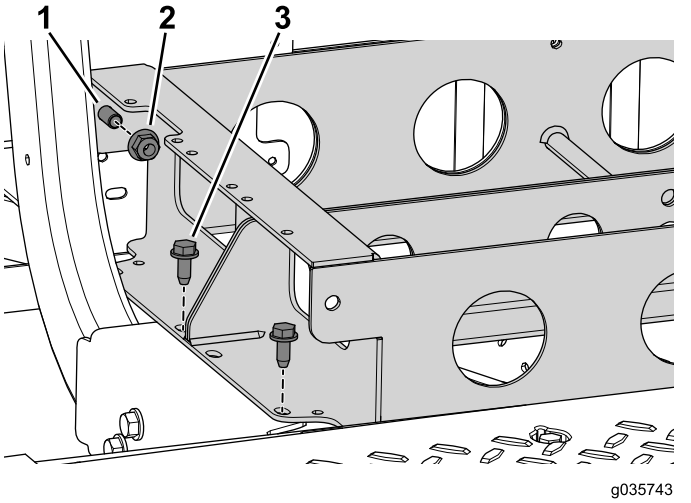

Bild 59
2. Mutter (10)
6. Nehmen Sie die vier Schrauben ab, mit denen das Batteriefach an der Maschine befestigt ist (Bild 59).
7. Entfernen Sie die zwei Bundmuttern, jedoch nicht die zwei Schrauben, mit denen das vordere und hintere Batteriefach verbunden sind (Bild 59).